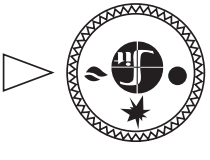

Рис. 10.
7.4. В этом положении ручка управления удерживается **нажатая до упора**, одновременно нажимается (при необходимости несколько раз) кнопка пьезовоспламенителя, пока не загорится пилотная горелка (см. в смотровое окно). После того как загорится пилотная горелка, ручка **удерживается в нажатом состоянии не менее 30 секунд**, после чего ручка отпускается и переводится в положение **«факел»** (рис. 10). При первом пуске котла необходимо держать котел на пилотной горелке не менее 3 минут, после чего переводить в положение «факел». При переводе ручки управления в положение **«факел»**, подача газа к главной горелке разблокируется.